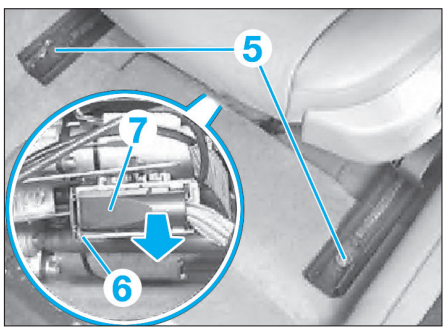

Fig. 15
• Déposer les deux vis de fixation (5) des glissières **(Fig.15)**.
• Déverrouiller la connexion électrique (6) puis débrancher le connecteur (7) placé sous le siège.